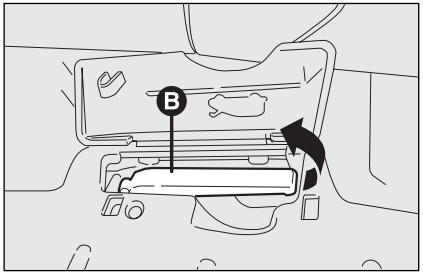

fig. 105 F0P0097m
– pull the lever as show by the arrow **B-fig. 105**;